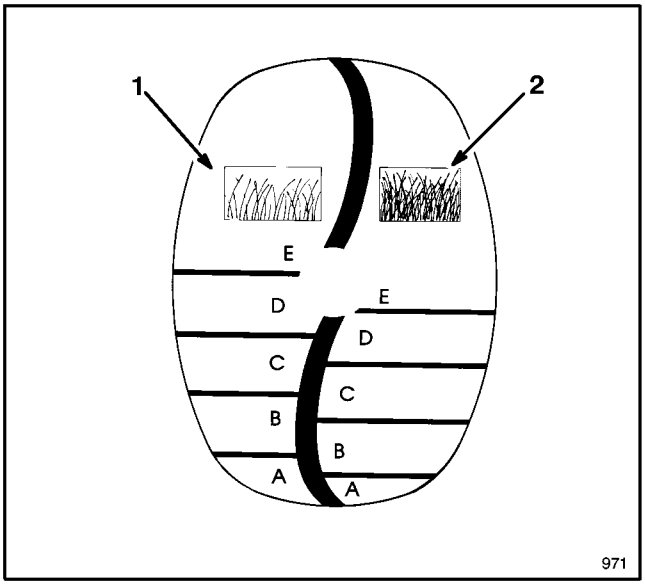

Figure 15
The SmartWheel has two cutting scales — SPARSE/NORMAL and LUSH — to ensure the best height—of—cut setting in any mowing condition (Fig. 15). Use the SPARSE/NORMAL scale during the warm summer season for the majority of your mowing. The LUSH scale is for thick, moist, succulent grass that grows most often in the spring.
1. Before starting the engine and beginning to mow, push the mower into the grass. Stop when the letters on the SmartWheel™ design on the rear left wheel are upright (Fig. 15).
2. Using the color coded SmartWheel design (Fig. 15), compare the tips of the grass blades to the colors/letters on the wheel. Whichever color/letter the tips of the grass blades correspond with is the proper cutting height.